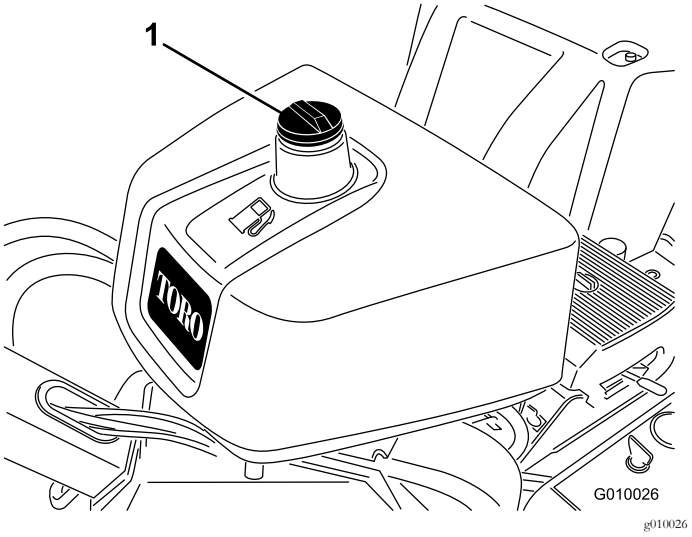

**Figur 15**
2. Rengjør rundt og ta av lokket på drivstofftanken (Figur 15).